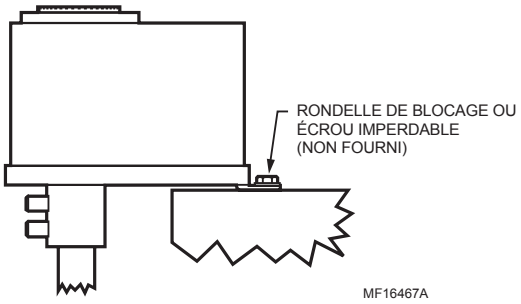

Fig. 3. Montage du ML7999.
1. Mettre l'actionneur au-dessus de l'arbre, voir la Fig. 3.